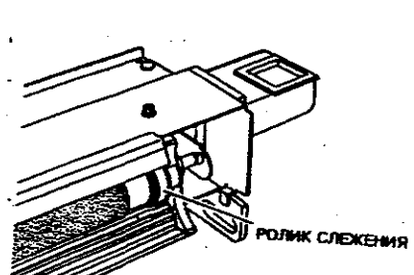

**Рисунок 6. Проверка ролика слежения**
a. (Рисунок 6) Проверьте, не загрязнены ли проявителем передняя и задняя поверхности ролика слежения. Имеющиеся загрязнения удалите, поскольку они могут помешать правильной посадке узла в полости барабана.